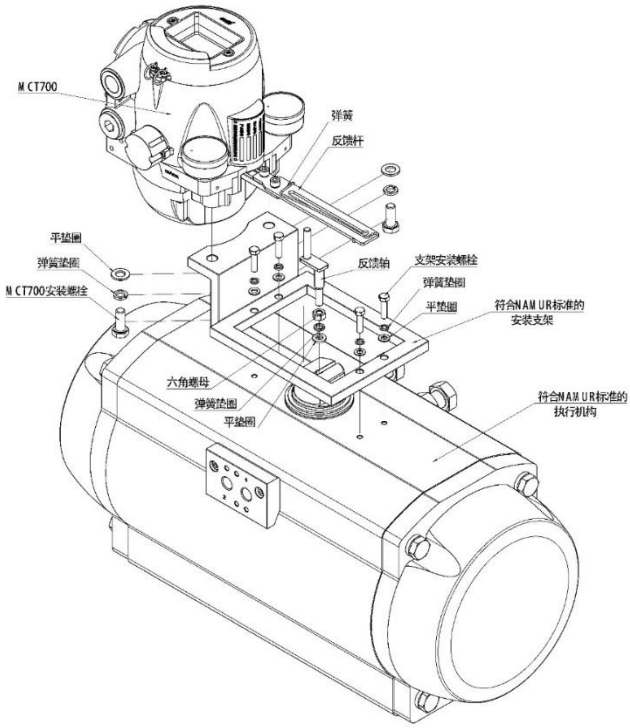

图 11 符合 NAMUR 标准执行机构的安装
1. 如图 11 所示，先将 MCT 790 与安装支架连接并拧紧 MCT 790 安装螺栓。